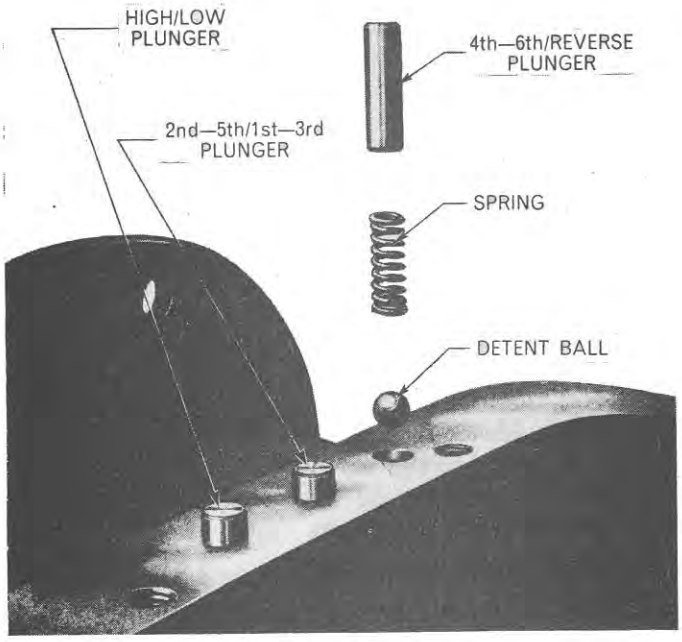
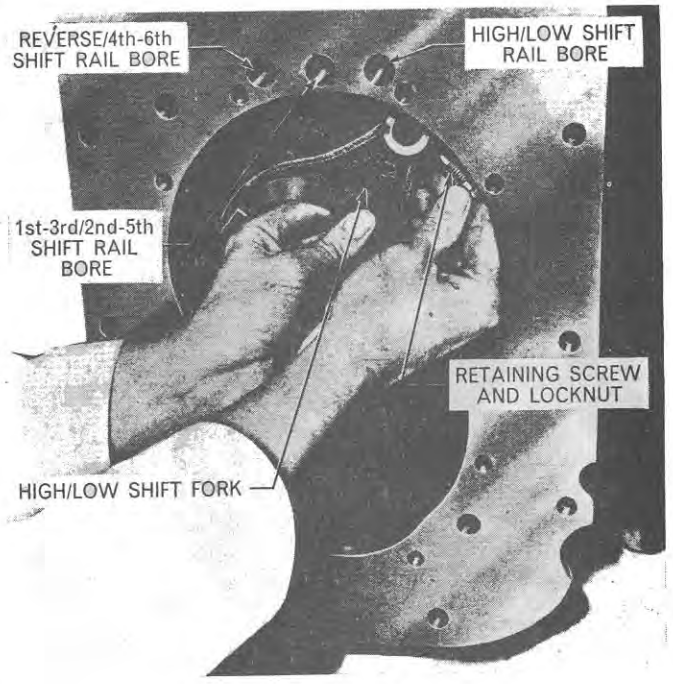

Figure 26
Figure 27
1. Extract the three shift rail plungers and springs from their bores, Figure 26. Pull the High/Low shift fork rearward and remove the sliding coupling. Loosen the locknut, remove the screw retaining the High/Low fork, Figure 27, and remove the fork to the rear. Rotate the High/Low rail until the screw and locknut retaining the shift connector are uppermost. Loosen the locknut, remove the screw and slide the rail out to the rear, removing the shift connector.
7. Install the High/Low shift rail into the right hand bore. Assemble the shift connector onto the extreme forward end of the rail, and also the High/Low fork to the rear end of the rail in the rear compartment, Figure 27.